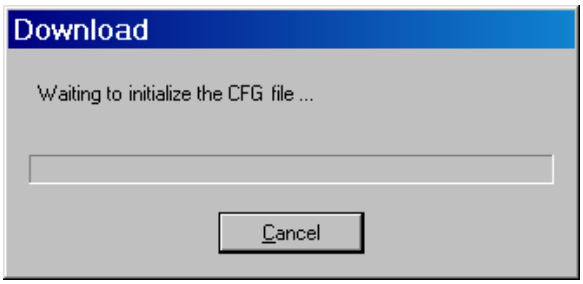
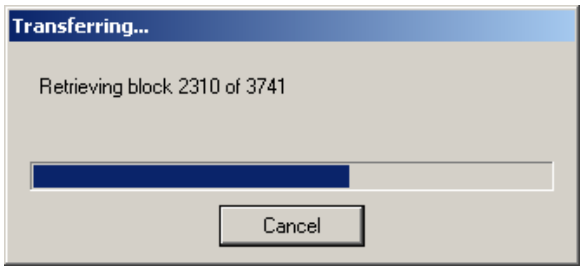

Figure 2-8 Initialize Oscillograph Record Download Screen
Figure 2-9 Retrieving Oscillograph Record Status Screen
4. Select a folder to save the file to and the desired file name, then select **Save**, TapTalk will momentarily display an Initialization status screen (Figure 2-8), then a Retrieving Oscillograph Record status screen (Figure 2-9).